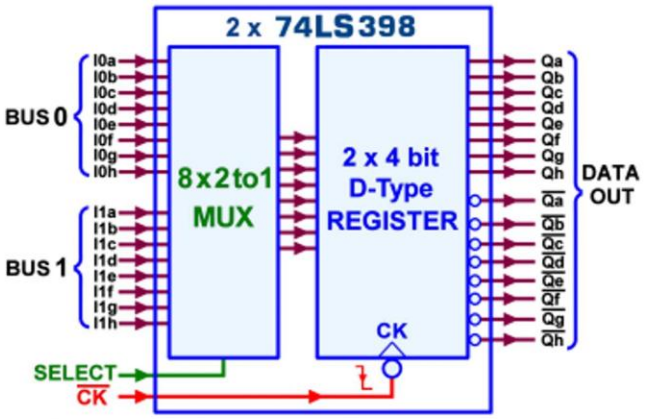

Figura 23 - Quad 2-Port Register/Multiplexer, 74ALS398: Gestione di 2 Bus a 8 bit
Niente di straordinario, rispetto a quanto visto finora, ma l'interessante possibilità (mettendone due in cascata, *Figura 23*) di gestire i Bus dati (a 8 bit) di due dispositivi programmabili, rendendo utilizzabile il contenuto di uno dei due sia in forma diretta che in forma negata; al solito va sottolineato che, per un funzionamento prevedibile e sicuro, è necessario che gli ingressi dei Dati (I) e di Selezione (S) siano stabili per un determinato tempo (*Setup Time*) prima dell'arrivo del fronte di discesa del clock.